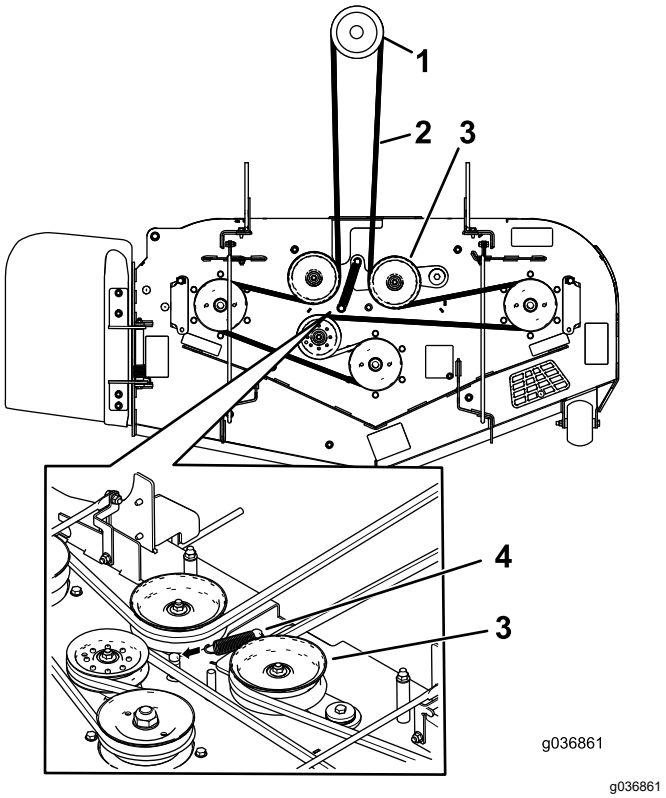

Figur 61
10. Montera en ny rem runt klipparremsskivorna och kopplingsskivan under motorn (Figur 61).
11. Montera mellanremsskivfjädern (Figur 61).